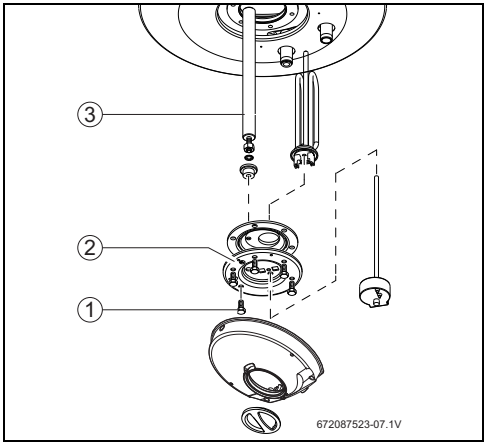

Рис. 16 Доступ во внутреннее пространство и обозначение деталей
- Отверните крепёжные винты фланца (рис. 16, [1]).
- Снимите фланец (рис. 16, [2]).